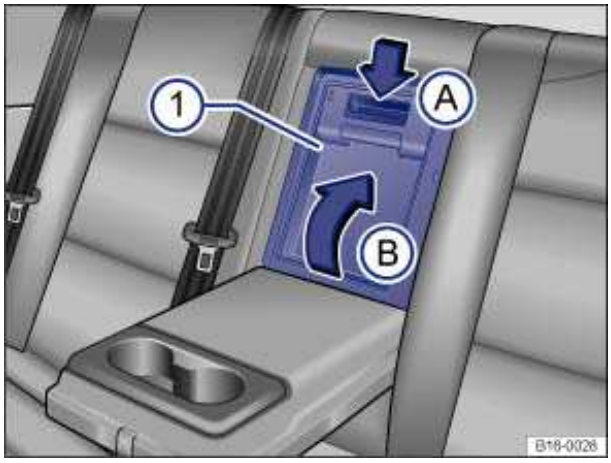

Fig. 84 In the rear backrest: Opening luggage compartment pass-through.
- Push down the release button ⇒ fig. 84 (A) and fold the pass-through cover (1) down into the luggage compartment (B).